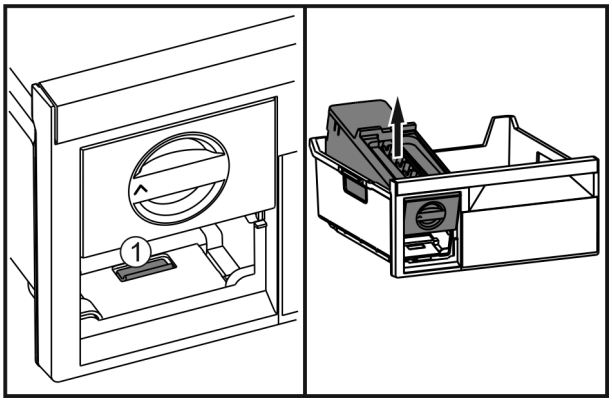

Fig. 37
▶ Press the lug *Fig. 37 (1)*, lift up the EasyTwist-Ice at the back and take it out of the freezer drawer.